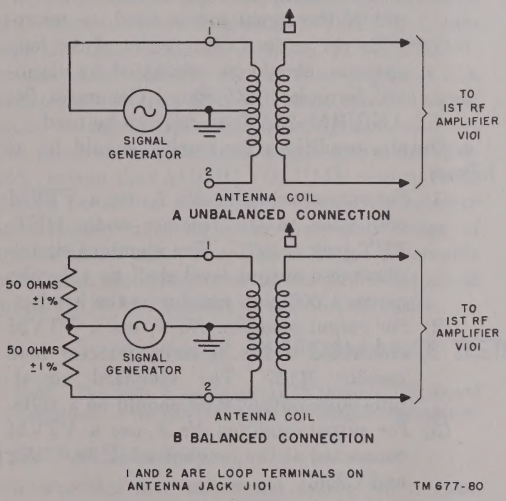

Figure 80. Dummy antenna connections for preliminary antenna coil balance.
antenna circuit accurately. A preliminary balance can be performed at the center frequency while the receiver is on the bench, out of its cabinet, by using the dummy antenna connections shown in A and B, figure 80. Perform the final balance in a screen room under a transmission line as described in paragraphs 147*a*(2) and 161.
b. For preliminary balance, connect signal source No. 1 and dummy antenna first as shown in A, figure 80 and then as shown in B. The receiver must be set up under the standard receiver conditions described in paragraph 134; then proceed as follows:
(1) With signal source No. 1 connected as shown in A, figure 80 set signal generator to the desired test frequency and tune the receiver to this frequency. With BFO PITCH control S103 in the OFF position and receiver SENSITIVITY control R171 and AUDIO VOLUME R184 in any convenient position below the point of receiver overload, adjust signal source No. 1 output to produce 1.3 volts of receiver output. The signal-plus-noise to noise ratio can be of any convenient ratio as long as the signal is substantially above the noise level. Read the signal source No. 1 attenuator setting.
(2) With the signal source No. 1 and dummy antenna resistors connected as shown in B, figure 80, without changing any of the receiver controls, increase the signal generator output until 1.3 volts of receiver output is again obtained. Adjust the balance of the antenna coil for minimum power output and keep increasing the signal generator output to keep the receiver power output at 1.3 volts. The balance point is the adjustment at which no further reduction in power output occurs. The signal generator attenuator output at this point divided by the signal generator output obtained in the unbalanced connection is the balance ratio. This test should be performed on all bands. Refer to paragraph 161 for balance ratio values.